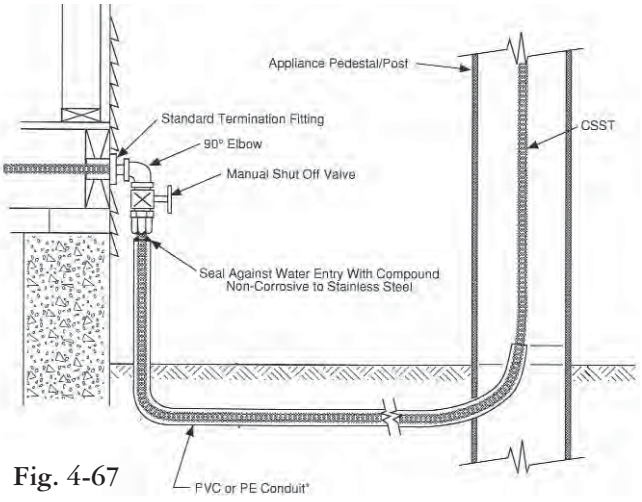

Fig. 4-67
e) Yard Mounted Lights – Shall be connected to the Gastite®/FlashShield™ CSST system as shown in Figure 4-67. All Gastite®/FlashShield™ CSST installed below grade shall be installed in accordance with Section 4.9.